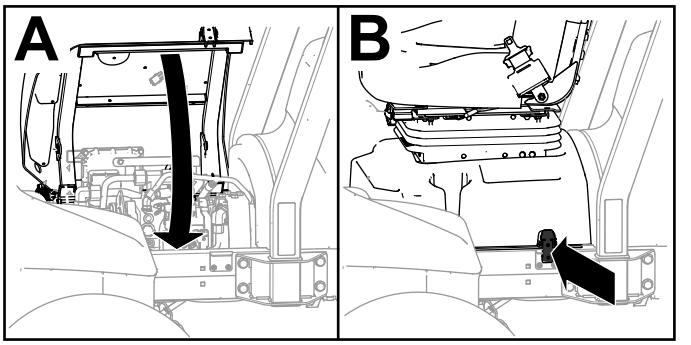

Figuur 32
3. Draai de stoel en stoelbasis dicht (A van Figuur 32).
4. Vergrendel de basis (B van Figuur 32).